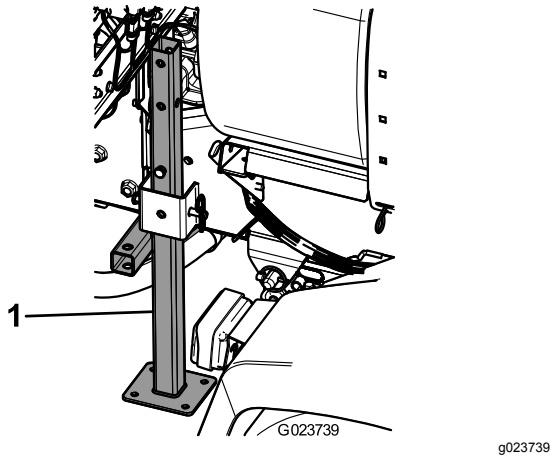

**Figur 29**
3. Før den bageste donkraft fra bunden op i stellet i nærheden af de bageste bindepunkter (Figur 29).